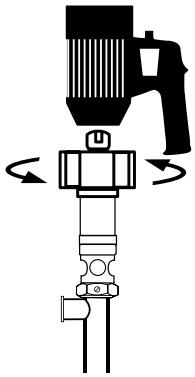
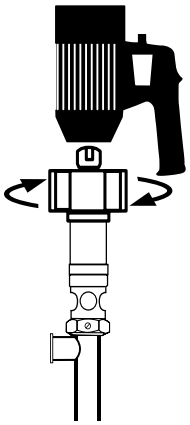
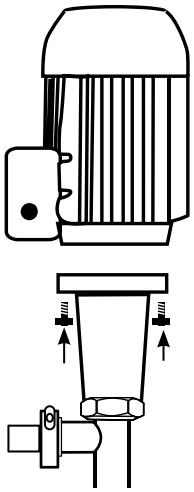

Figure 1 – Attach Motor by Turning Hex Nut Counterclockwise
Figure 2 – Remove Motor by Turning Hex Nut Clockwise
Figure 3
3. For SP-800SR series models, couple the electric motor to the pump using the hex nut (see figure 1, page 15).
4. For SP-800DD series models, bolt electric or pneumatic motor to the pump using the hardware provided by the manufacturer (see figure 3, page 15).
1. Remove motor from pump tube. For models SP-800SR: loosen Hex Nut in clockwise rotation (see Figure 2, page 15). For models SP-800DD: loosen (4) bolts that attach the pump to the motor (see Figure 3, page 15).
12. Reattach motor and resume operation. (SP-800SR: see Figure 1, page 15); (SP-800DD: see Figure 3, page 15).